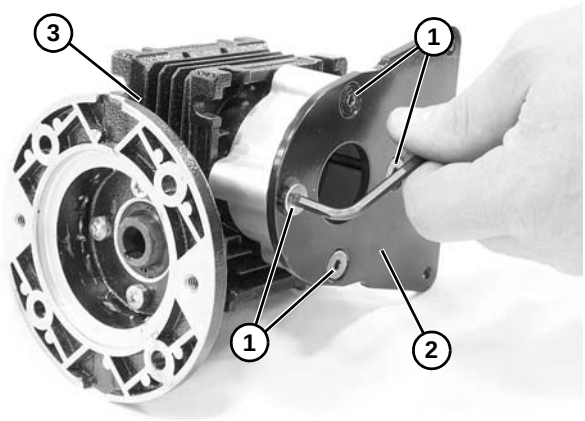

Figure 31
6. Remove flat screws **(Figure 31, item 1)**, mounting plate **(Figure 31, item 2)**, and stand-off extrusion **(Figure 31, item 3)** from gear reducer.